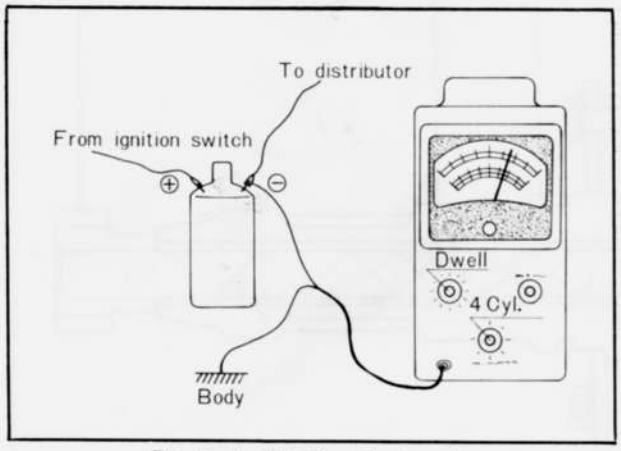

Fig. 5–9 Checking dwell angle
1. Remove the coupler of the distributor and connect wires as shown in Fig. 5–6